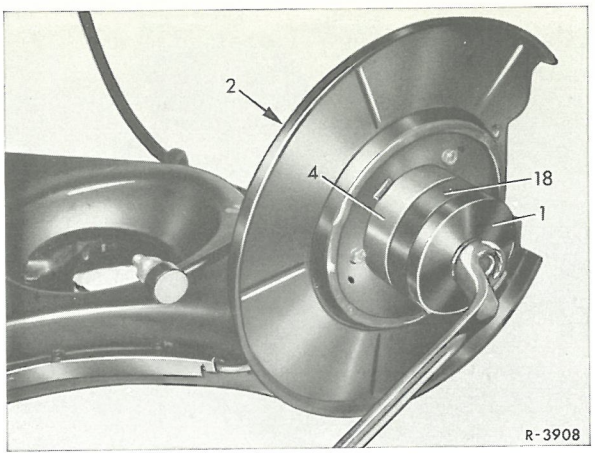

Fig. 35-5/13
17 Ny afstandsbøsning sættes på bagakselflangen (15) og baghjulsflangen føres ind i hjulbæreren (4) (fig. 35-5/1).